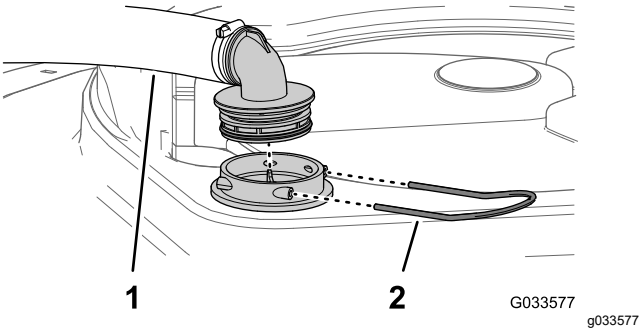

Figur 28
2. Ta bort hållaren som fäster slangnippeln på den stora slangen och filterkåpan på tankens ovansida (Figur 28).
3. Ta bort slangen och slangnippeln från filterkåpan (Figur 28).